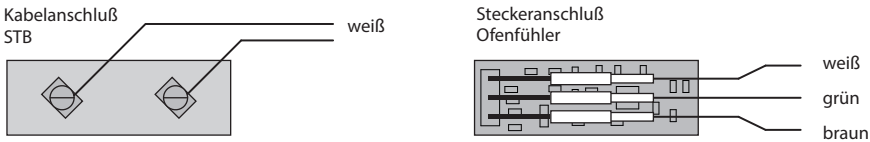

Abb. 15
4. Die Leitungen für den Begrenzer (weiß) und den Temperaturfühler gemäß Abb. 15 an der Fühlerplatine anklemmen.